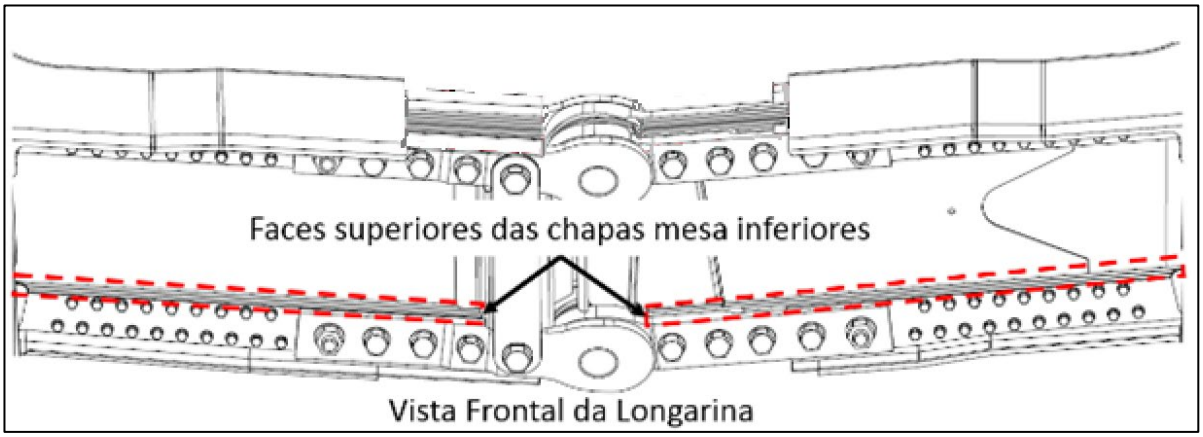

FIGURA 3 – Inspeção das chapas mesa.
2.3.1.1. Inspecione as faces superiores das chapas mesa inferiores, conforme Figura 3.